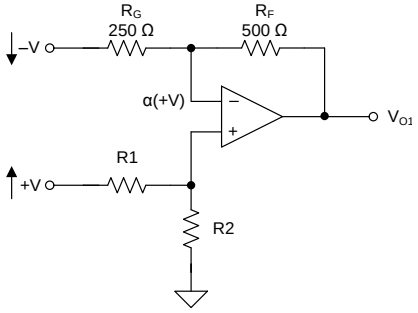

Figure 77. D2S Impedance Analysis
The resistor values around the D2S difference amplifier are derived in the following sequence, as shown in Figure 77:
3. Solve the required attenuation to the noninverting input to get a matched gain magnitude for the signal provided at the buffer output (+V) on the noninverting path. If α = R2 / (R1 + R2), as shown in Figure 77, then the solution for α is shown in Equation 2:
The impedance seen at node –V in Figure 77 is derived in Equation 3 by solving for the V/I expression across R_G.